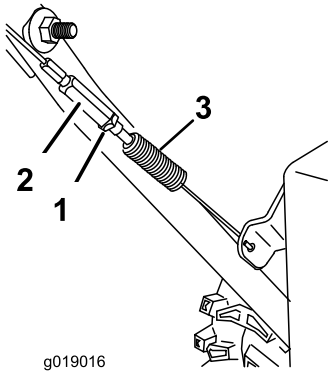

Bild 36
4. Ziehen Sie die Klemmmutter (Bild 36) an und stellen Sie sicher, dass der Antriebsbowdenzug etwas gespannt ist.